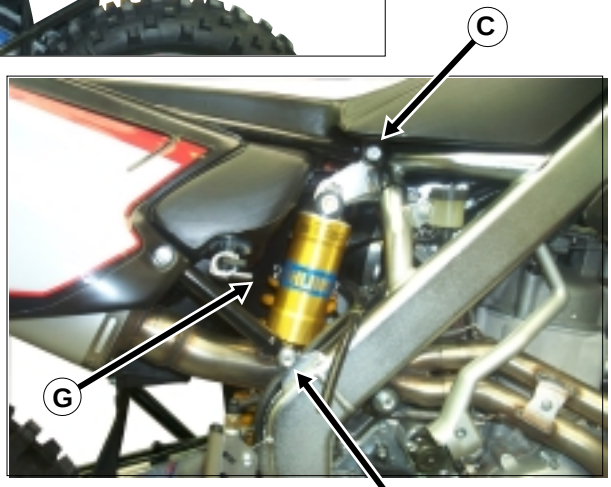

Fig. 36
- Chiudere il rubinetto del carburante e togliere il tubetto G (Fig.36).
- Close the fuel cock and remove pipe G (Fig. 36).
- Den Kraftstoffhahn schließen und die Leitung G entfernen (Abb. 36).
- Fermer le robinet du carburant et retirer le tube G (Fig.36).